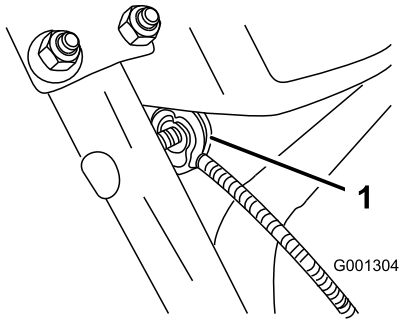

Figura 7
3. Togliete il dado e la rondella dalla stegola, attaccate alla stegola il serrafilo presente sul cavo, inserite la rondella, e serrate a mano il dado (Figura 7).